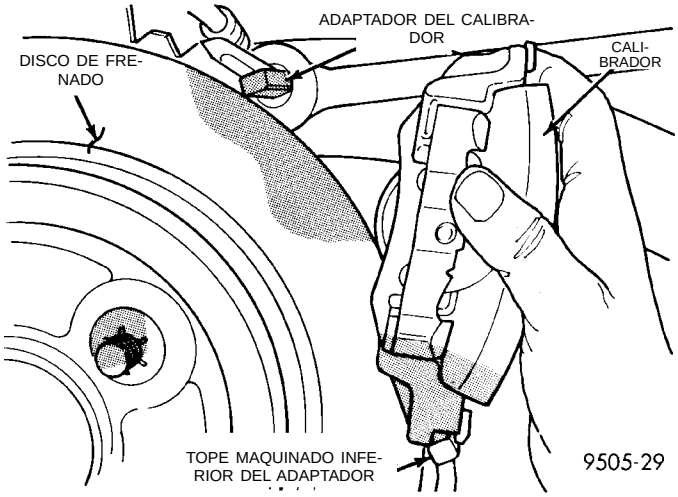

Fig. 69 Desmontaje del conjunto de calibrador del adaptador
(4) Retire del adaptador y el rotor el calibrador, haciendo girar primero el extremo libre del calibrador para separarlo del adaptador. Después deslice el extremo opuesto del calibrador para sacarlo de abajo del tope maquinado del adaptador (Fig. 69).
(4) Baje cuidadosamente el calibrador y los conjuntos de zapatas de freno sobre el disco de frenado (rotor), invirtiendo el procedimiento de desmontaje (Fig. 69). Asegúrese de que los pernos del pasador